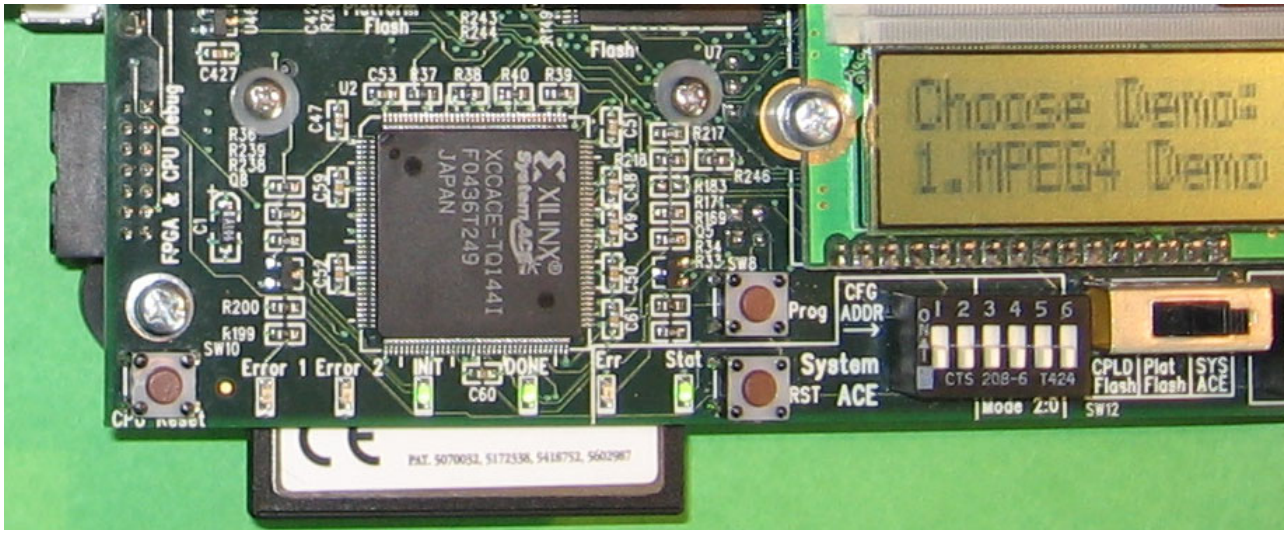

Figure 2: **ML402 Configuration Settings for Configuration from Compact Flash Memory**
1. With power off, insert the Compact Flash memory card into the connector underneath the ML402 board (Figure 2).
3. Verify that the System Ace CFG ADDR dip switch settings are set to off:off:off (or 000). The CFG ADDR dip switch bits are the three leftmost bits of the System ACE dip switch. This boots the ML402 and VIODC from configuration 0, which contains a bootloader program that allows either of the two demos to be selected. These settings are shown in Figure 2.